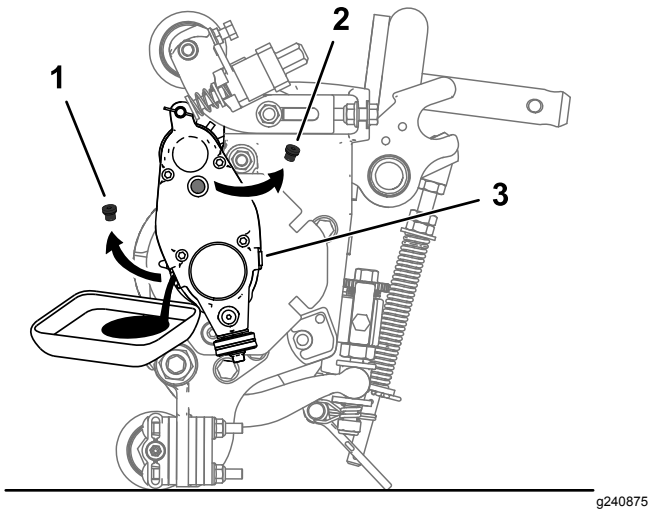

Figura 25
5. Inclinate l'apparato di taglio all'indietro sopra il cavalletto fino a quando il foro di spurgo non si trova nella parte inferiore, per garantire uno spurgo completo (Figura 25).